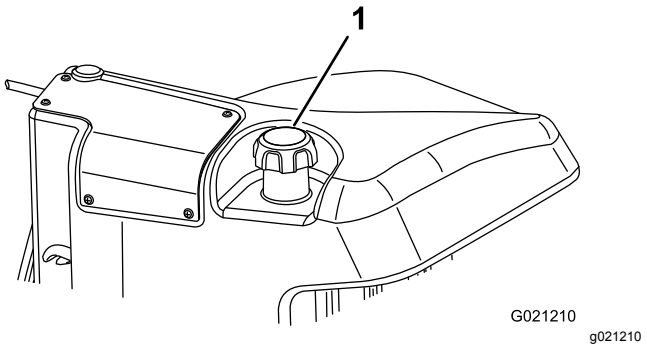

Рисунок 28
3. Снимите крышку топливного бака (Рисунок 28).